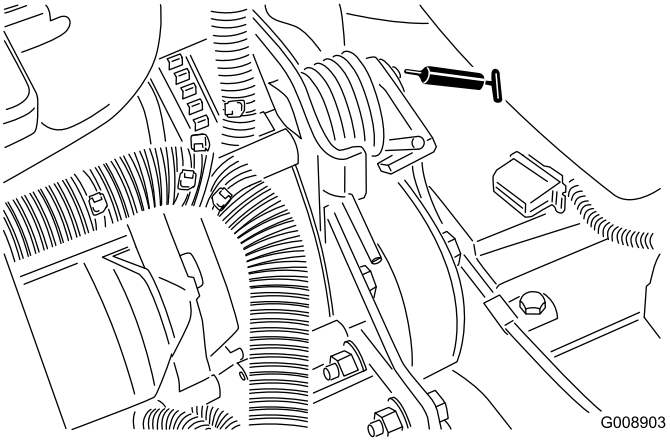

Figur 56
- Remspændingsdrejetap (Figur 56)